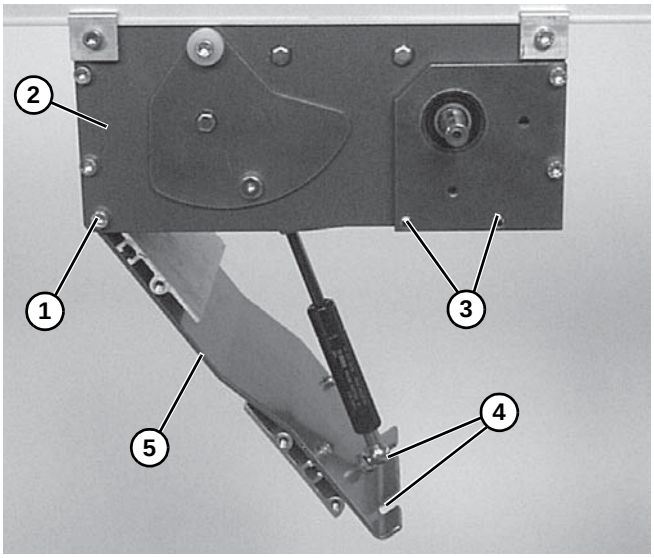

Figure 19
4. Loosen corner screws **(Figure 19, item 1)**, on each side of the drive module **(Figure 19, item 2)**.
5. Remove tension door screws **(Figure 19, item 3)** on each side of the drive module.
*With vertically mounted gearmotors, tension door screws **(Figure 19, item** 3) are removed from one side when the gearmotor mounting package is removed.*
6. Using finger grip holes **(Figure 19, item 4)**, open the tension door **(Figure 19, item 5)** to release conveyor belt tension.